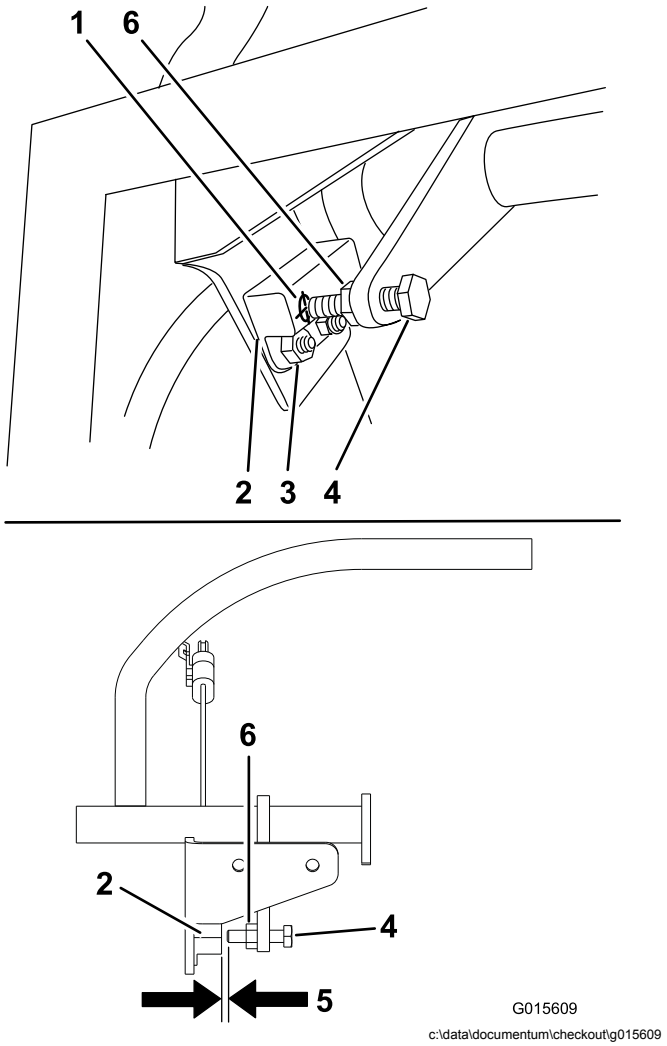

Figur 57
1. Påse at bolten som er festet til bevegelses-kontrollspaken samsvarer med nærbrytermålet (Figur 57).
2. Hvis nødvendig, kan du løsne boltene og justere nærbryteren til målet samsvarer med bolten som er festet til bevegelseskontrollspaken (Figur 57).
3. Kontroller avstanden mellom bolten og nærbryteren. Den må være mellom 0,51 til 1,02 mm, som vist i (Figur 57).
5. Stram låsemutteren etter å ha justert bolten (Figur 57).